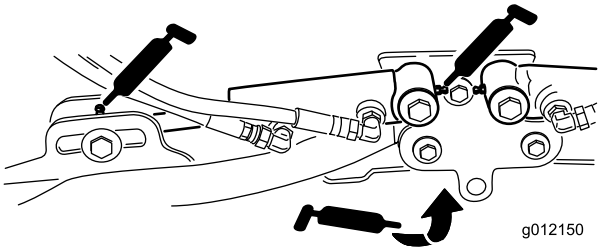

Figur 42
- Klippeenhedens løftearmscylindere (2 hver) (Figur 42)
- Løftearmenes drejetapper (1 hver) (Figur 42)